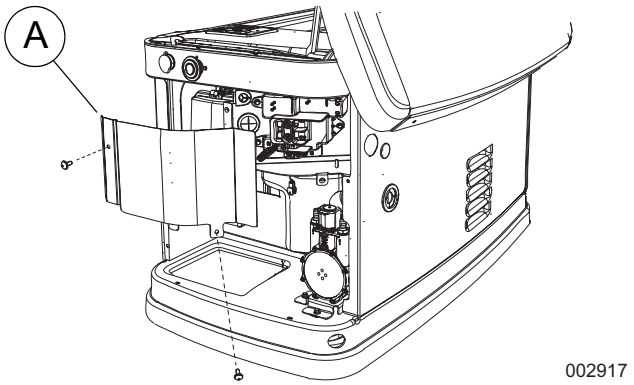
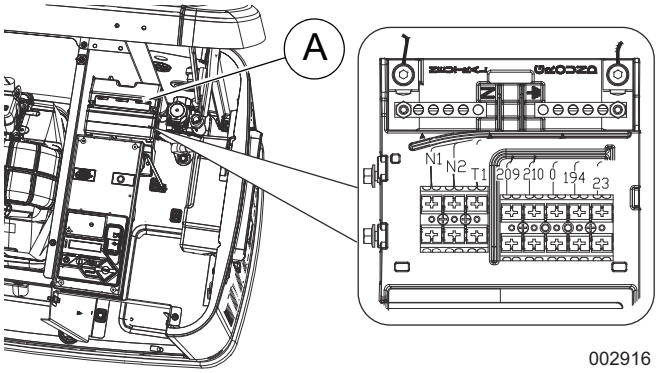

Figure 1. Retrait du couvercle du panneau de branchements du client (appareils fabriqués depuis 2016)
Figure 2. Retrait du couvercle du panneau de branchements du client (appareils de 2013 à 2015)
7. Voir la ***Figure 1 ou la Figure 2.*** Retirez le couvercle du panneau de branchements du client (A).